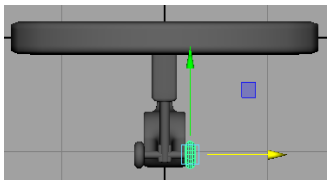

Figure 2-96 *The wheel1 moved to opposite direction of wheel*
6. Maximize the front-Z viewport. Make sure *wheel* is selected and then press CTRL+D; a duplicate copy of *wheel* is created with the name *wheel1*. Next, move *wheel1* in a direction opposite to *wheel*, as shown in Figure 2-96.